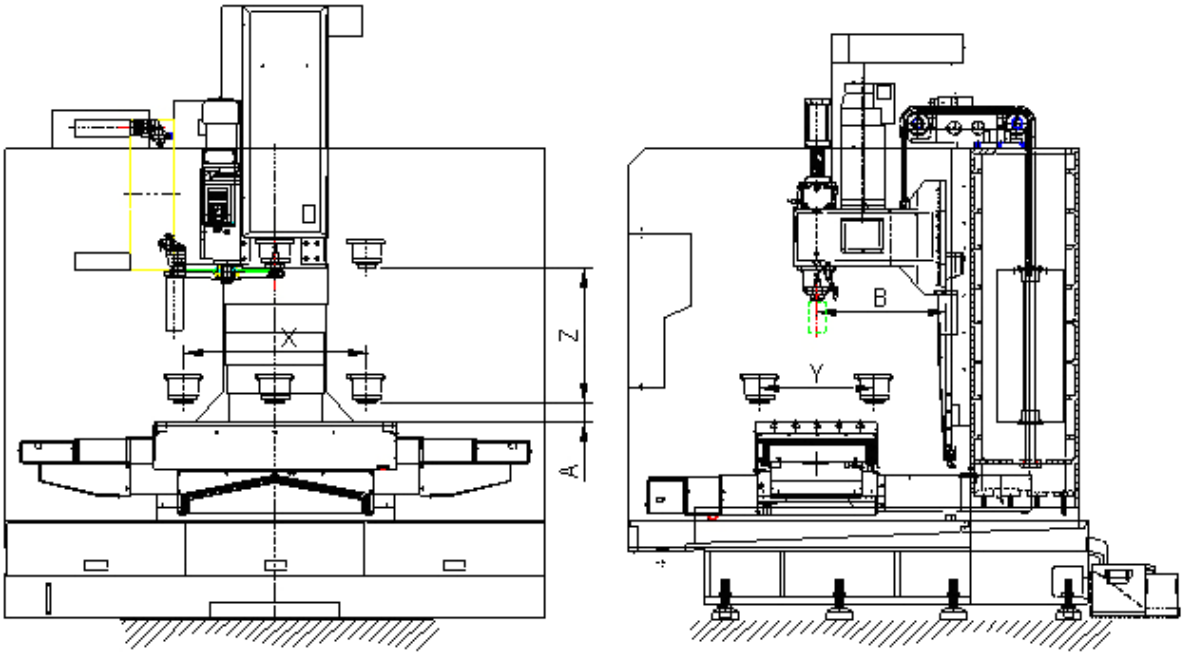

Abb. 2.1.1 Hauptbestandteile
C. Das Äußere, die Hauptabmessungen der Maschine und der Name jedes Hauptbestandteils werden in den Abb. 2.1.1 und 2.1.2 gezeigt.